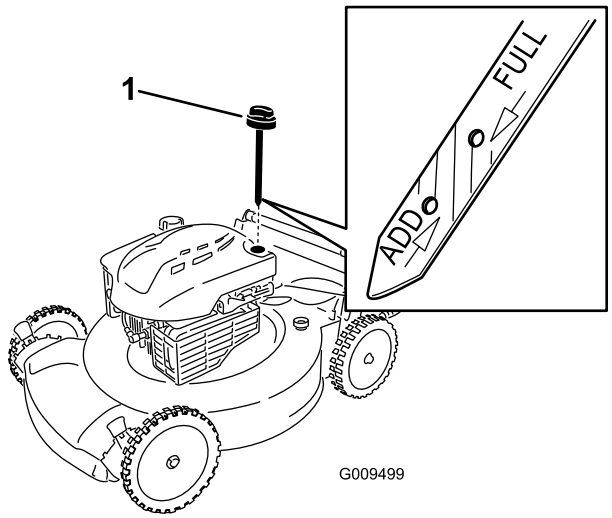

Bild 10
2. Ziehen Sie den Ölmessstab heraus (Bild 10).
5. Nehmen Sie den Peilstab heraus und lesen Sie den Ölstand am Peilstab ab, siehe Bild 10.